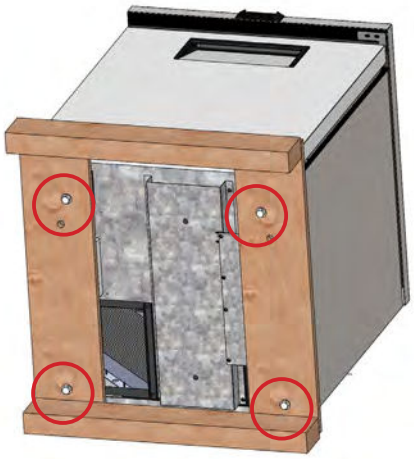

Fig. 3. Remove all shipping bolts.
2. With an adjustable wrench, remove all shipping bolts securing the wood skid to the bottom of the cabinet. See fig. 3.